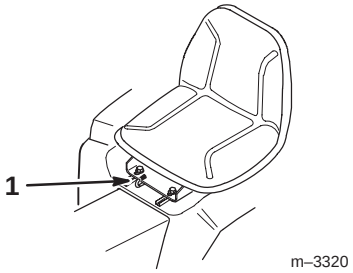

Bild 22
1. Bewegen Sie den Einstellhebel zum Entriegeln des Sitzes zur Seite (Bild 22).